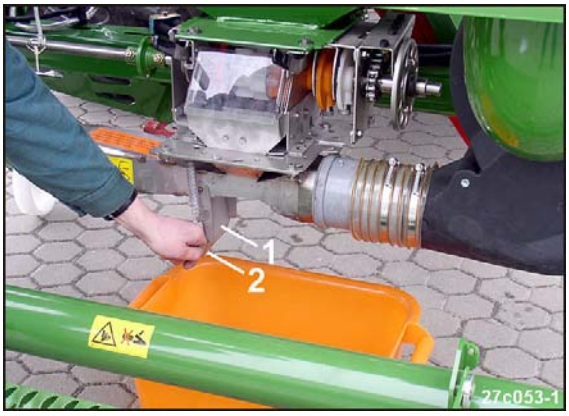

Fig. 193
4. Alle Injektor-Schleusenklappen (Fig. 193/1) öffnen.
Quetschgefahr beim Öffnen und Schließen der Injektor-Schleusenklappe (Fig. 193/1)!
Injektor-Schleusenklappe nur an der Lasche (Fig. 193/2) anfassen, sonst besteht Verletzungsgefahr beim Zuschlagen der federbelasteten Injektor-Schleusenklappe.
- Injektor-Schleusenklappe mit besonderer Vorsicht schließen (siehe Gefahren-Hinweis [Fig. 193]).